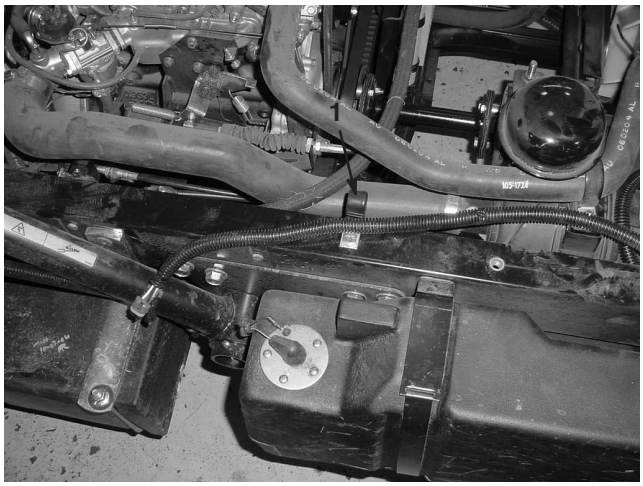

Figur 21
8. Montera en J-klämma på fordonets ramränna med en 3/8–16 x 3/4 tums huvudskruv såsom visas i figur 21. Dra kablaget genom J-klämman såsom visas i figur 21.